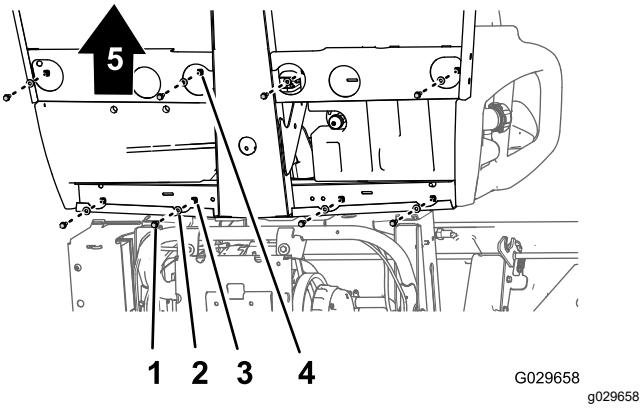
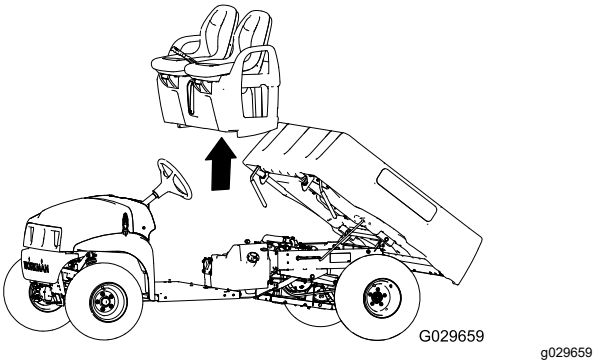

**Figuur 44**
**Figuur 45**
1. Verwijder aan de onderkant van de machine de 8 flenskopbouten en 8 ringen waarmee de stoelbasis is bevestigd aan de vloerplaat en het achterste kanaal van de cabine (Figuur 44).
2. Til voorzichtig de stoelen, de stoelbasis en de kabels van de parkeerrem van de machine (Figuur 44).
1. Til de stoelen en de stoelbasis op de machine en lijn de remkabels uit met het chassis (Figuur 44 en Figuur 45).
2. Lijn de openingen in de stoelbasis uit met de openingen in de vloerplaat en het achterste kanaal van de cabine (Figuur 44 en Figuur 45).